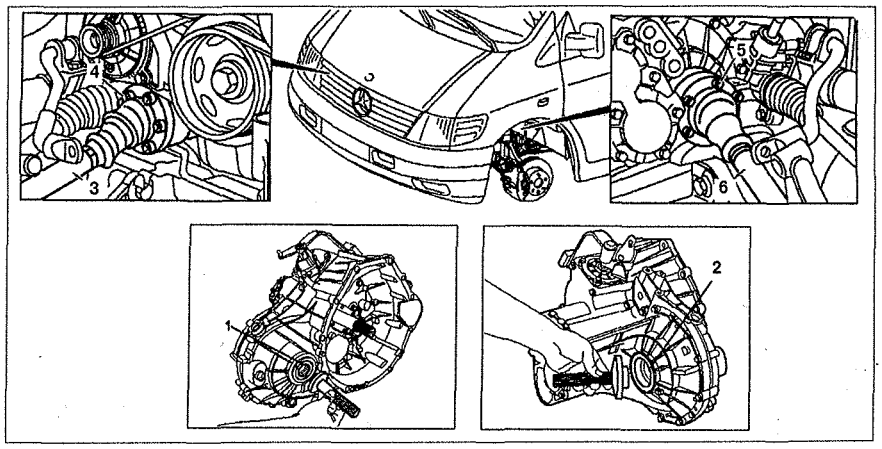

Рис. 6.24. Сальники полуосей коробки передач:
2. Снимите левую **6** или правую полуоси (см.рис.6.24).